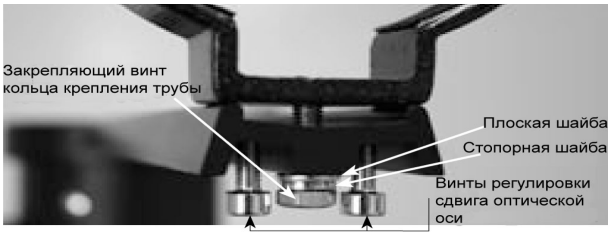

Рисунок 3. Монтажное основание колец крепления трубы.
1. Присоедините кольца крепления оптической трубы к монтажному основанию с помощью комплектных винтов. Сторона монтажного основания с желобком посередине должна быть направлена вверх (рис.3). Для затягивания винтов Вам понадобится маленький гаечный ключ.